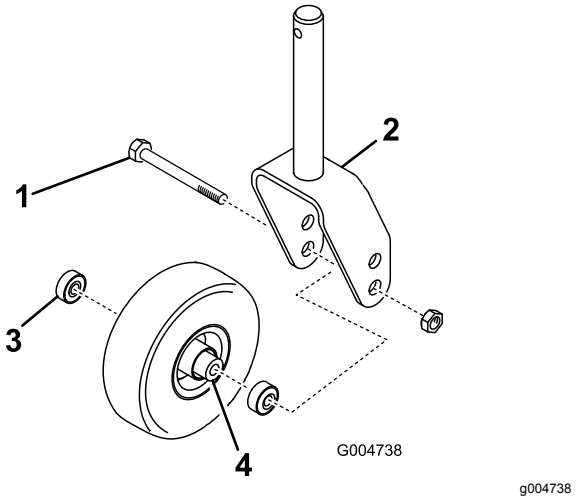
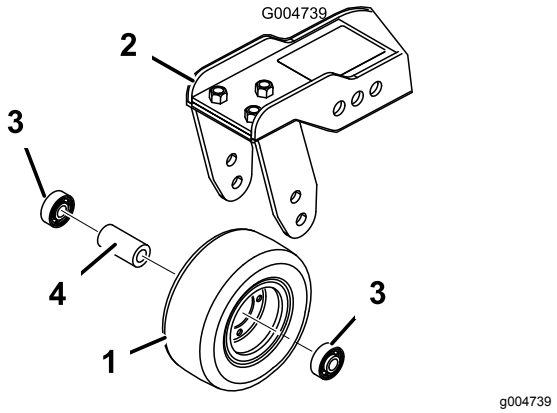

Figuur 109
Figuur 110
1. Verwijder de borgmoer van de bout waarmee het zwenkwiel is bevestigd in de zwenkwielvork (Figuur 109) of in de draaiarm van het zwenkwiel (Figuur 110).
2. Verwijder het lager uit de wielnaaf en laat het lager eruit vallen (Figuur 109 en Figuur 110).